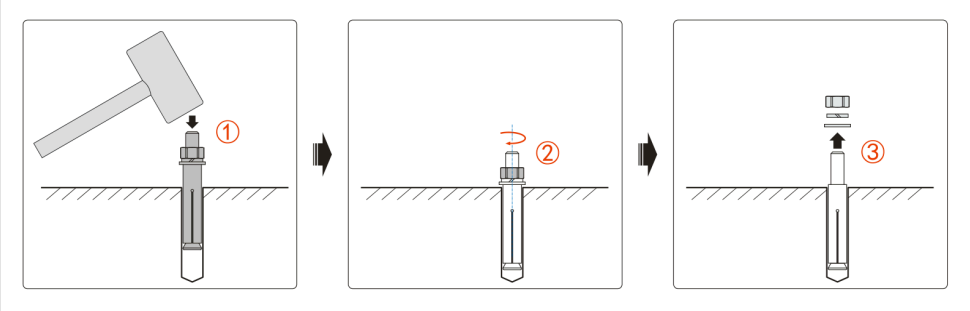

FIGURE 3-9 Fitting an expansion anchor — drill, drive in the sleeve, fit the bolt
3. Fit the expansion anchors (Figure 3-9). The anchor sleeve must sit fully in the hole, not above the floor. The anchor bolts must stand 1.2–2.0 in (30–50 mm) above the floor.
3. Fit the expansion anchors, as for the cabinet (Figure 3-9): sleeves flush with the floor, bolts 1.2–2.0 in (30–50 mm) above it.